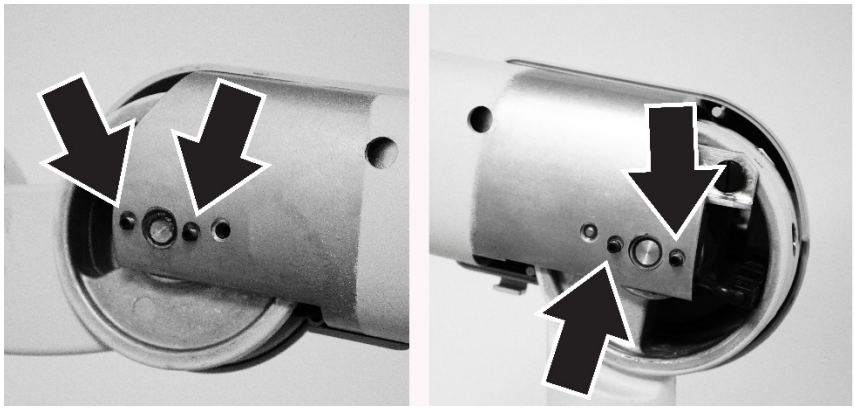

Figure 106 Articulating Arm, Outer Section Friction Screws
3. Use a 2 mm Allen wrench to loosen the four friction adjustment screws for the outer section of the Articulating Arm (Figure 106).